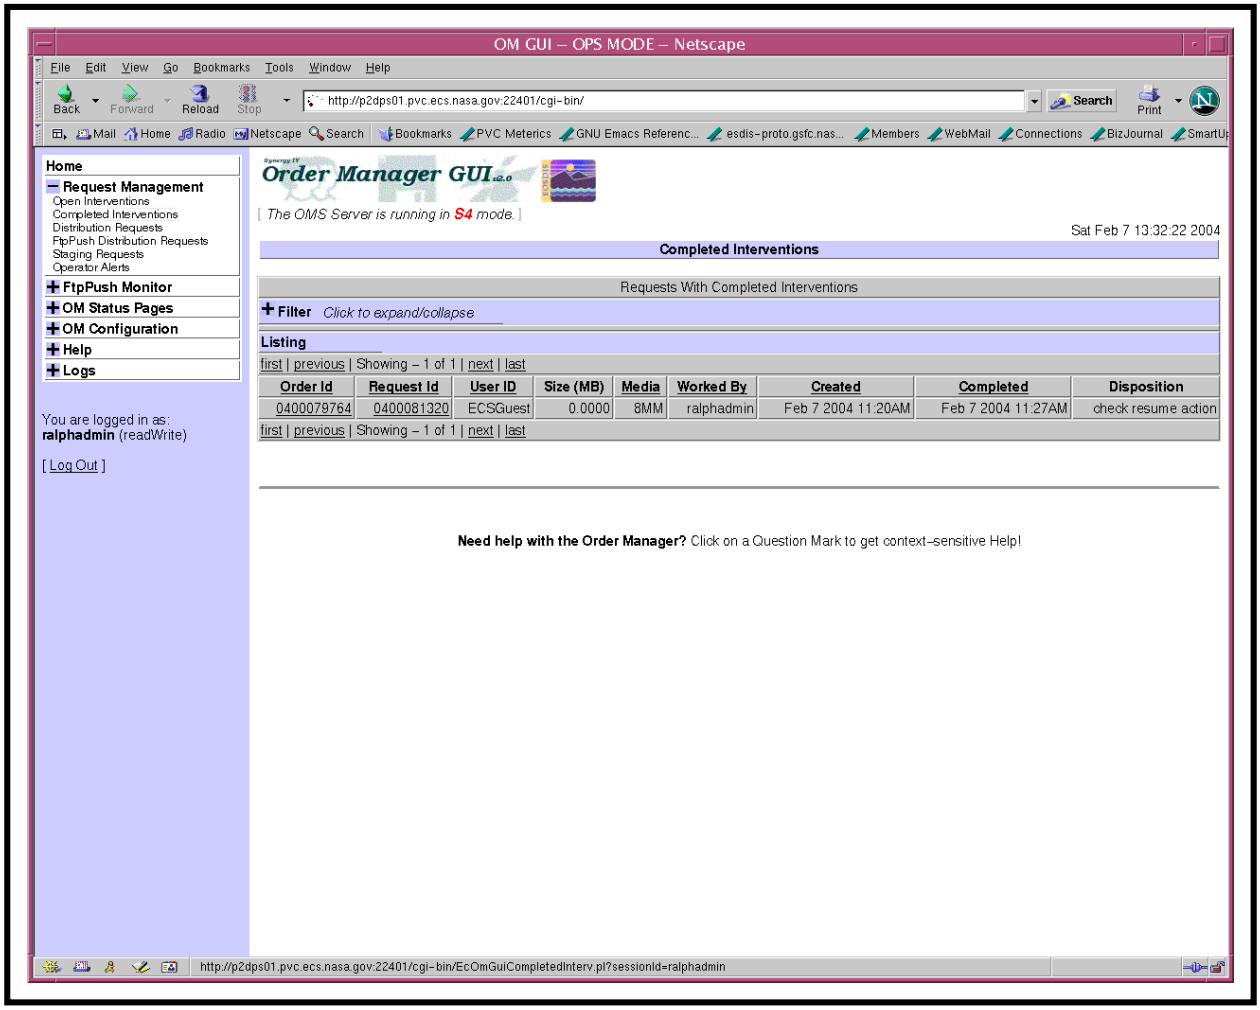

Figure 45. Completed Interventions Page
The **Completed Interventions** page (Figure 45) provides the Distribution Technician (whether full-capability or limited capability operator) with a means of viewing completed intervention information on the OM GUI.
- The **Completed Interventions** page (Figure 45) is displayed.
- **Size (MB).**
- The **Completed Interventions** page (Figure 45) is being displayed.